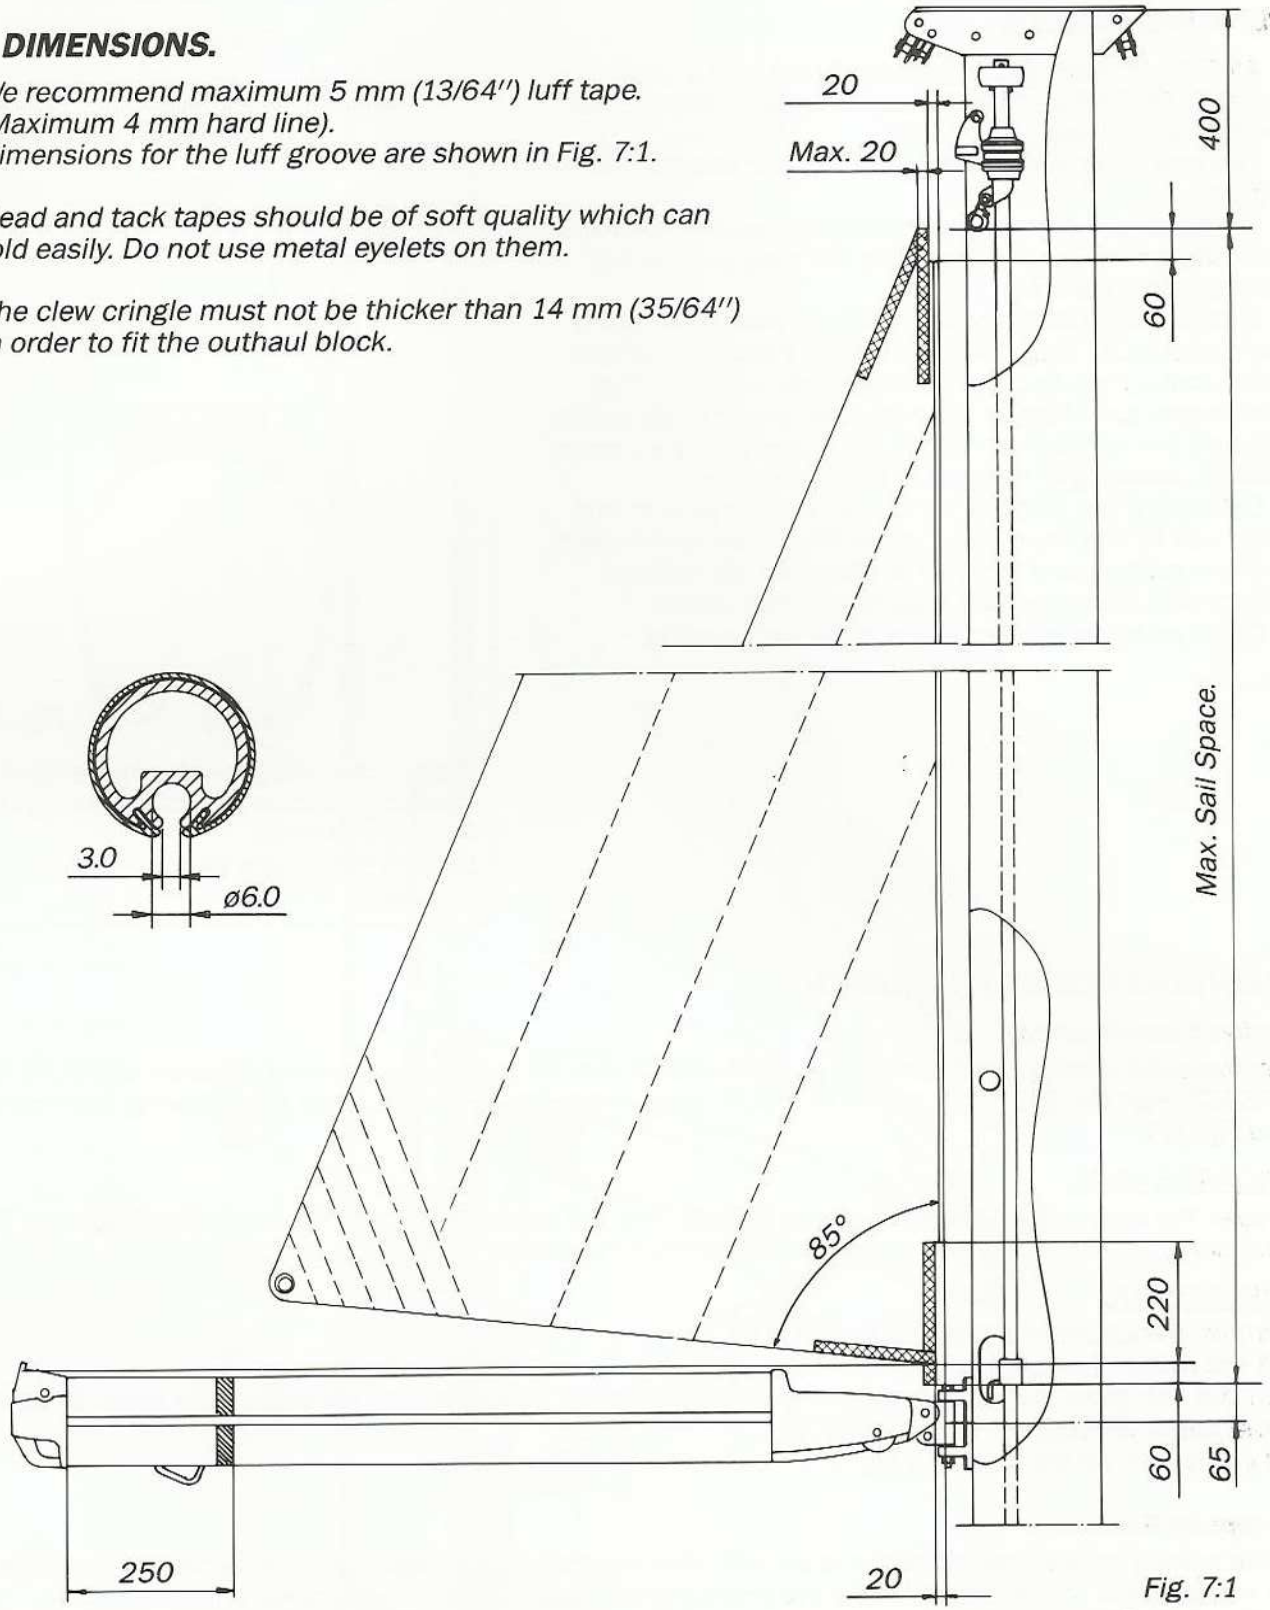

Fig. 7:1
- ☐ *We recommend maximum 5 mm (13/64") luff tape. (Maximum 4 mm hard line). Dimensions for the luff groove are shown in Fig. 7:1.*